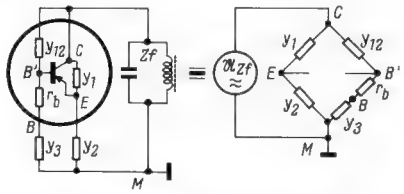

Bild 6. Die Neutralisationsbrücke
Über die Kollektorbasiskapazität C_{CB} (Y_{12}) erfolgt eine Spannungsgegenkopplung für die Zwischenfrequenz, die den wirksamen Innenwiderstand des Transistors verkleinert. Um dies zu vermeiden, wird die Gegenkopplung dadurch aufgehoben, daß die Steuerstrecke Emitter (E) – innere Basis (B') in einer abgeglichenen Brückendiagonale liegt (siehe *Bild 6*).